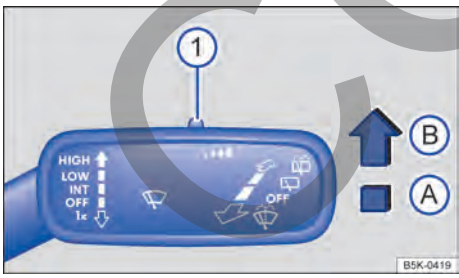

Fig. 74 A la derecha de la columna de dirección: palanca de los limpiavidrios.
Presionar la palanca a la posición deseada → fig. 74:
La sensibilidad del sensor de lluvia se puede ajustar manualmente con el conmutador en la palanca de los limpiavidrios → fig. 74 (1) → ⚠.